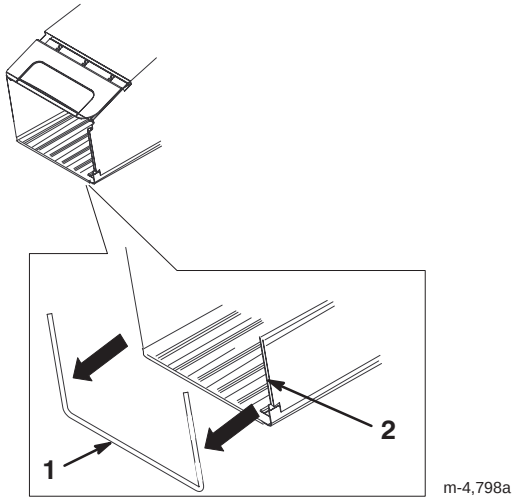

Figuur 5
1. Bevestig de twee zijtunnels van de graszak aan het zakframe, zoals wordt getoond in figuur 5.